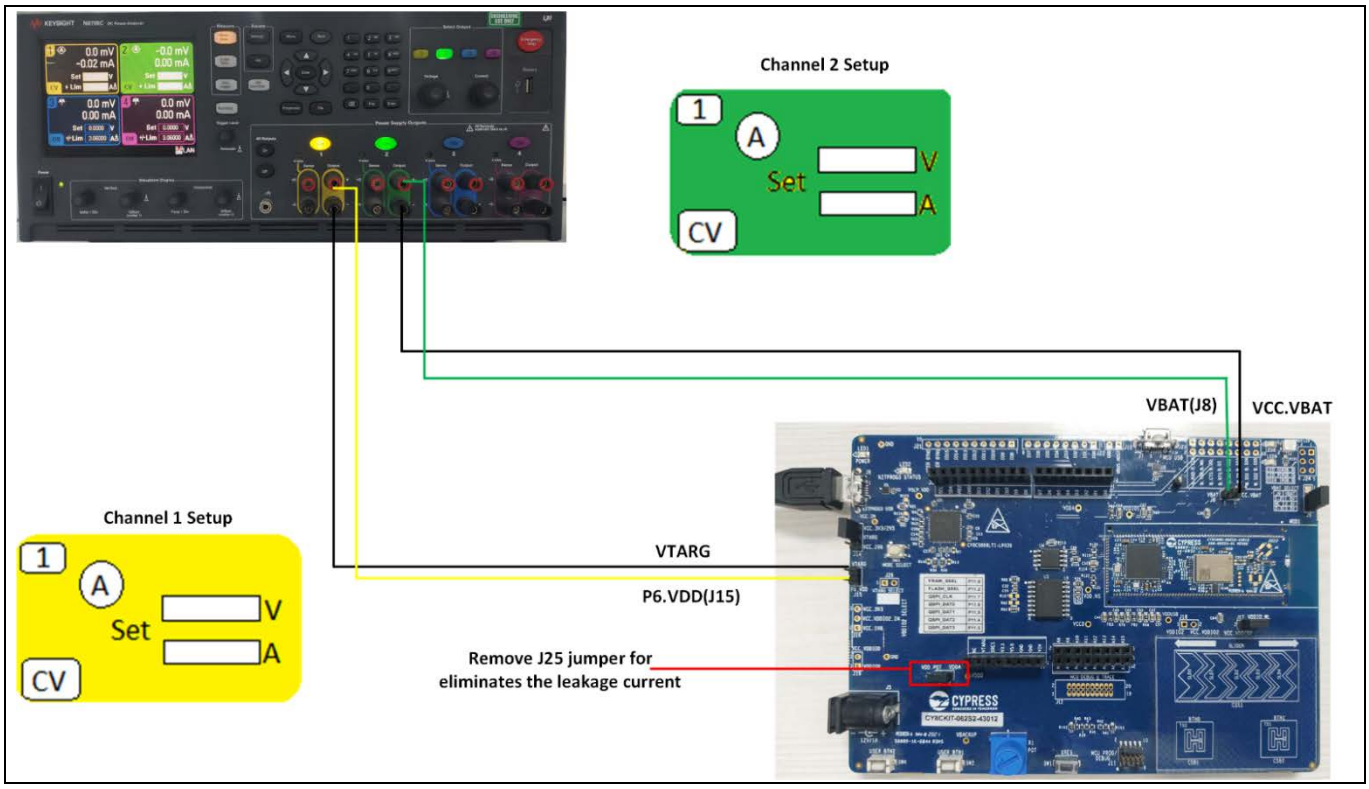

Figure 19　Keysight の N6705B パワーアナライザーを使用した電力測定のセットアップ
5. Keysight の N6705B パワーアナライザーを使用した設定例については、Figure 19 を参照してください。PSOC™ 6 MCU (VTARG) と AIROC™ CYW43012 Wi-Fi & Bluetooth®コンボチップ (VBAT) の電圧は、セットアップに示されているものと同じであることを確認してください。このセットアップでは AIROC™ CYW43012 Wi-Fi & Bluetooth®コンボチップ VDDIO を測定しません。これは、通常変動し、SDIO ラインのアクティビティに依存し、アクティブな電力測定中の影響が最小限であるためです。